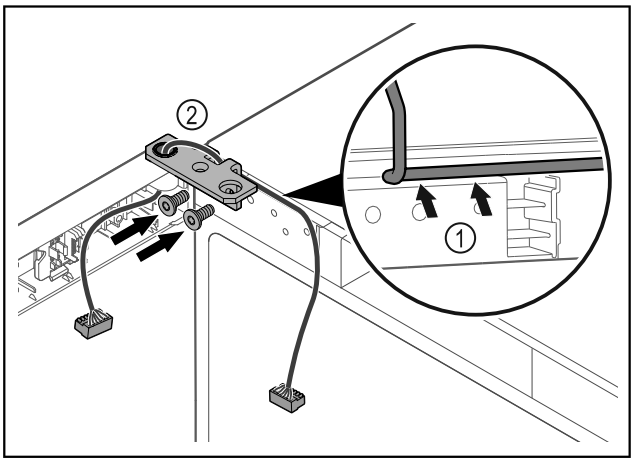

Fig. 43
▶ Pasar el cable por la escotadura de la escuadra de bisagra y tenderlo con cuidado *Fig. 43 (1)*.
▶ Atornillar la escuadra de bisagra *Fig. 43 (2)*.